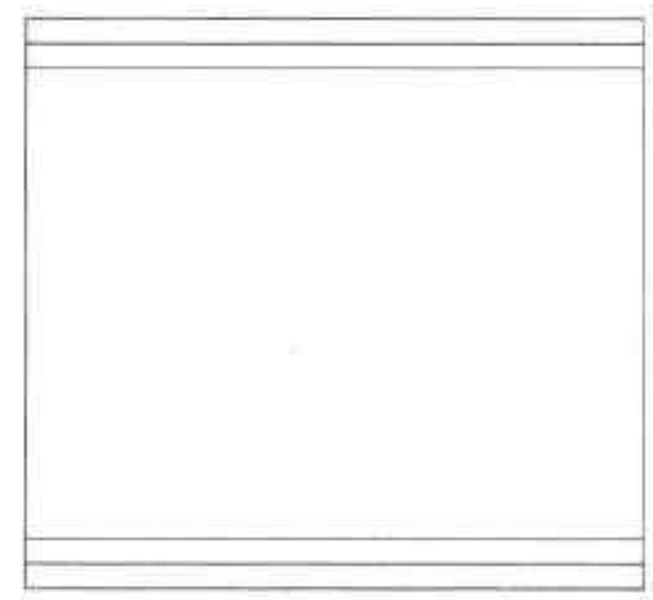

图20-14 偏移线段
Step 02 执行“偏移”命令，将矩形上下两条边线各向内依次偏移 150mm，结果如图 20-14 所示。